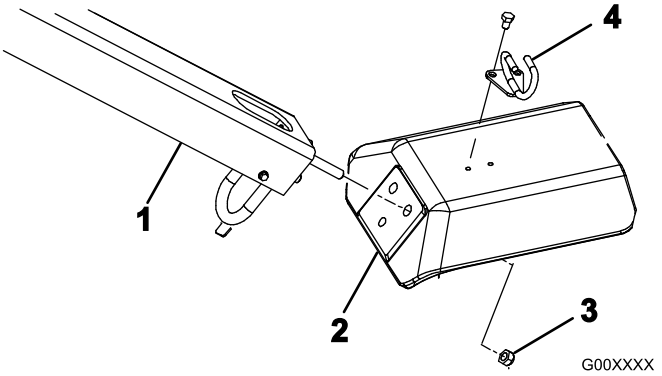

**Figuur 4**
2. Steek de montagetapeinden in de openingen in de vork (Figuur 4).
3. Bevestig de tapeinden aan de vork met 3 borgmoeren (1/2 inch) (Figuur 4)
5. Monteer de kabelgeleider aan de bovenzijde van de vork met 2 bouten (5/16 x 1/2 inch) (Figuur 4).